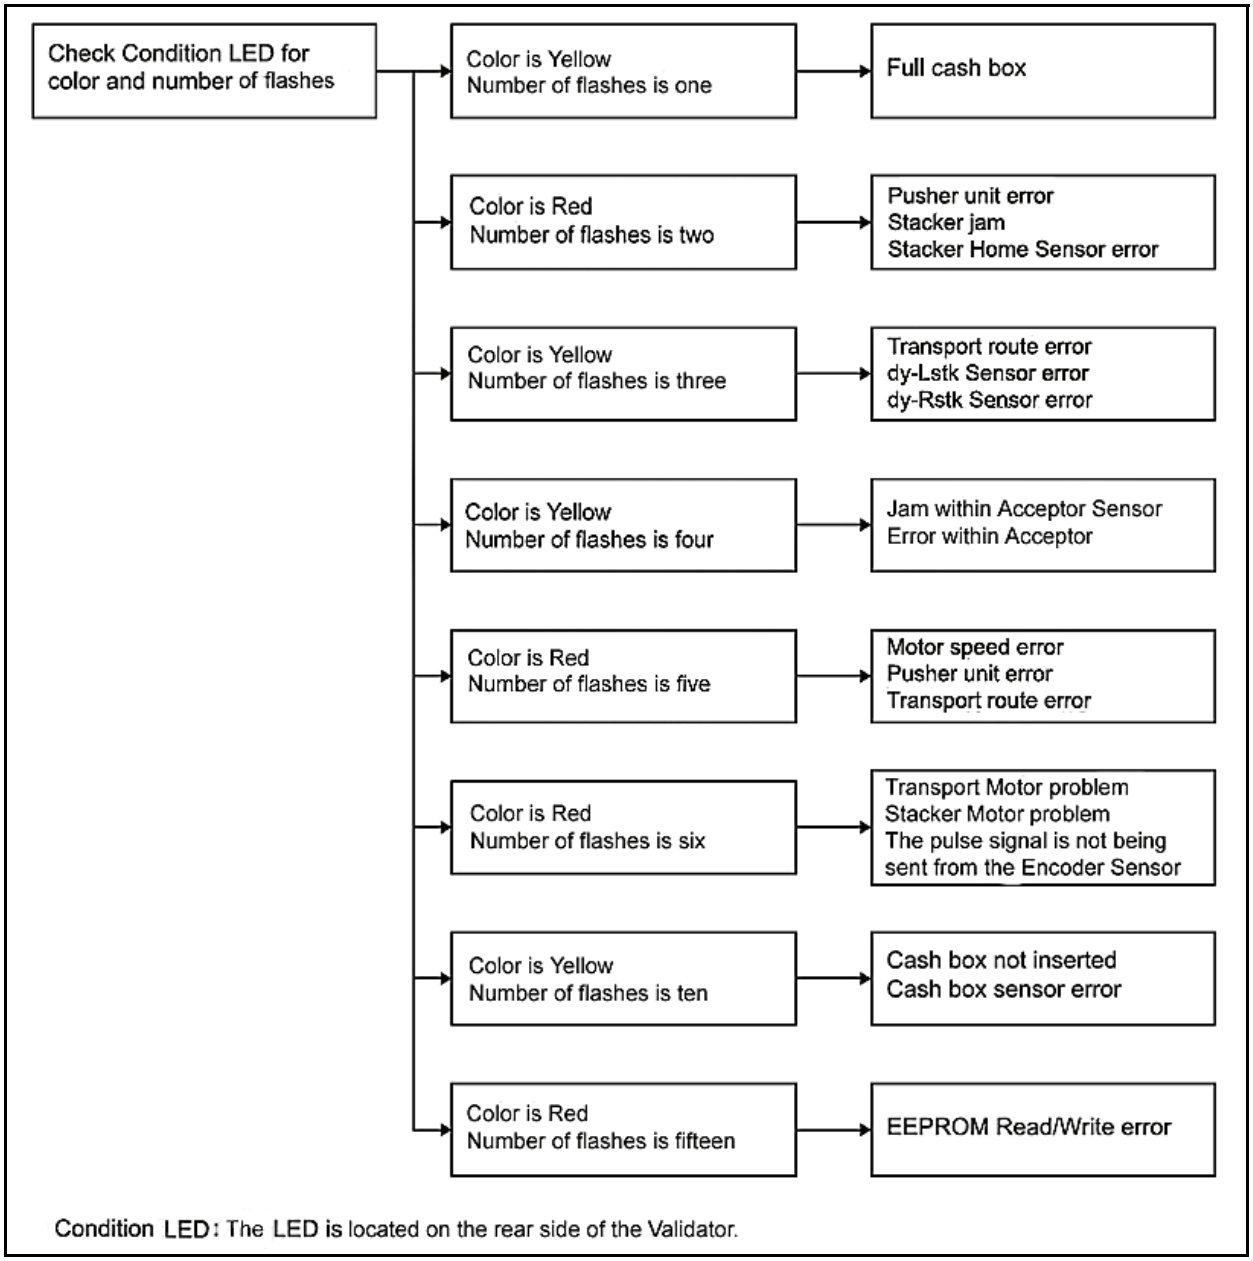

Figure A-3 DBV-30X Bill Validator Incorrect Initial Operation Flow Chart Diagram
2. Incorrect initial operation (See Figure A-3).
The Figure A-3 Flowchart diagrams the LED indications available when an incorrect initial operational fault occurs.